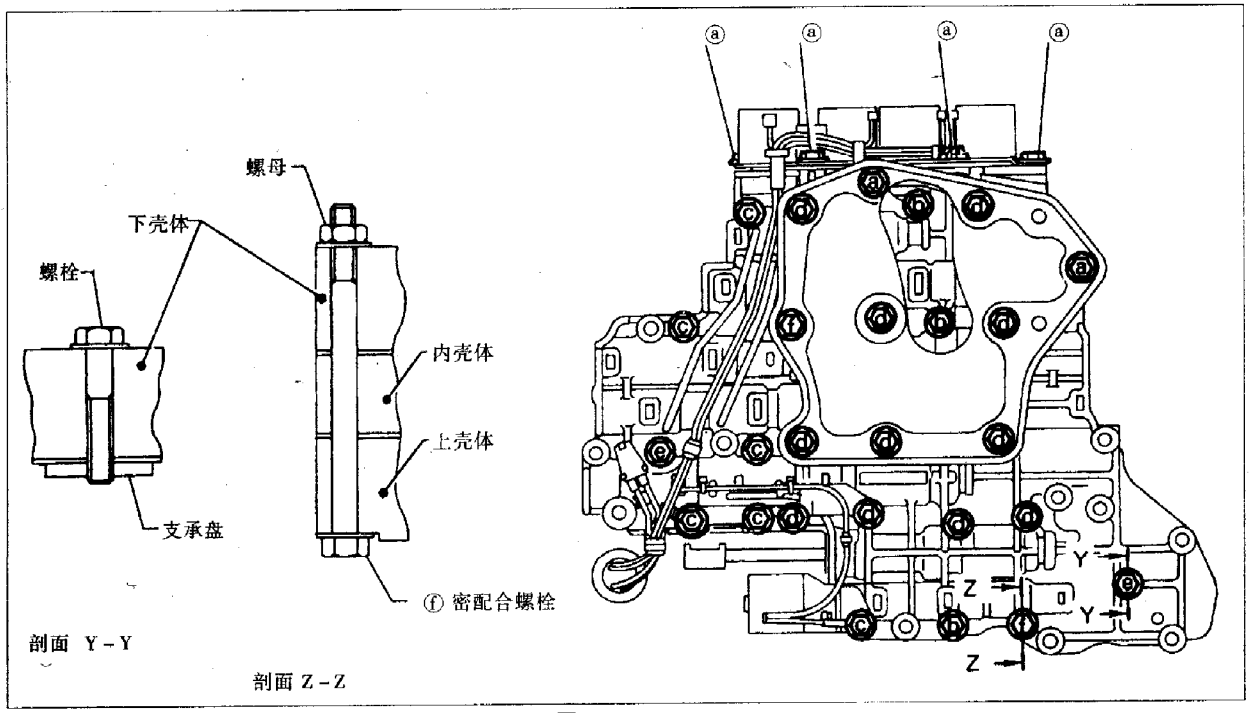

图 5－4－20
a. 拆卸螺栓ⓐ，ⓓ及螺母 f，从控制阀总成上拆卸滤网，见图 5－4－21。